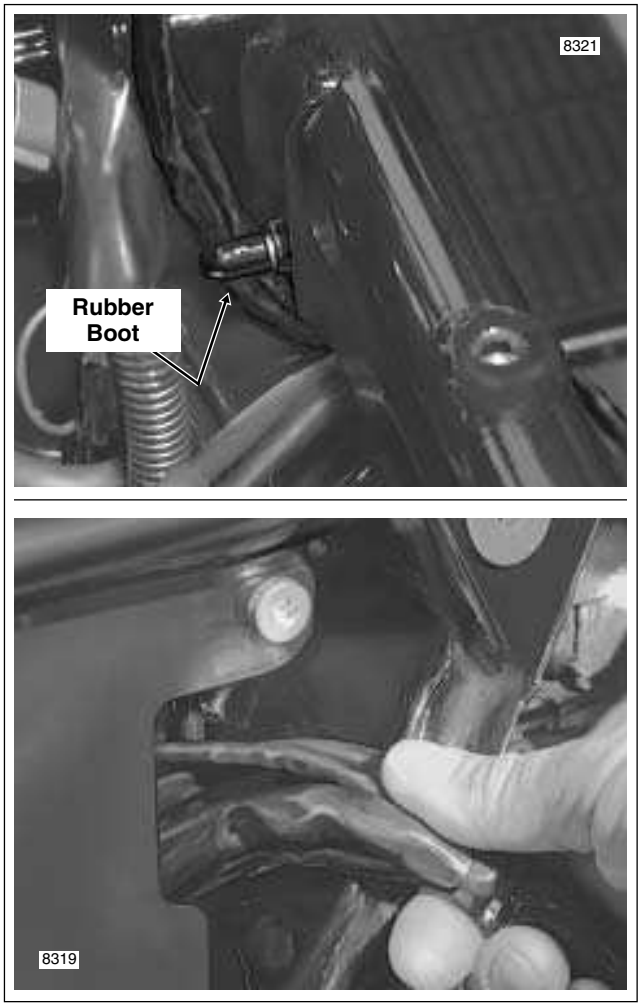

Figure 8-162. Remove Main Harness From Vehicle
Damage to wires can result in electrical problems. Be sure that rubber boot is present on threaded end of battery box TORX screw. Replace rubber boot if absent or damaged. See upper frame of Figure 8-162.
g. Note that a section of the main harness conduit runs forward of the front battery box TORX screw. Pull conduit to the rear of the screw, and then feed ICM, data link, VSS, and security siren conduit and connectors through opening into battery box. See upper and lower frames of Figure 8-162.
ECM, fuse block, data link, VSS, and security siren conduit and connectors through opening into battery box. See upper and lower frames of Figure 8-162.
30. Carefully pull voltage regulator, CKP sensor, oil pressure switch/sender, rear brake light switch, starter solenoid, and neutral switch conduit and connectors rearward and then feed up through opening at front of battery tray into battery box. See lower frame of Figure 8-162.